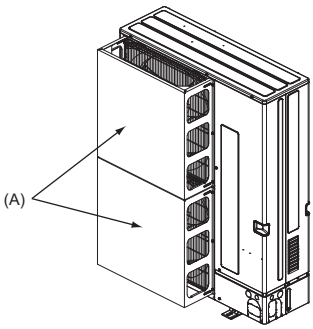

Fig. 2-4
(2) Installer un guidage d'air et un guidage de sortie d'air en option si l'appareil a été placé à un endroit où les vents violents d'un typhon, etc. peuvent directement s'engouffrer dans la sortie d'air. (Fig. 2-4)